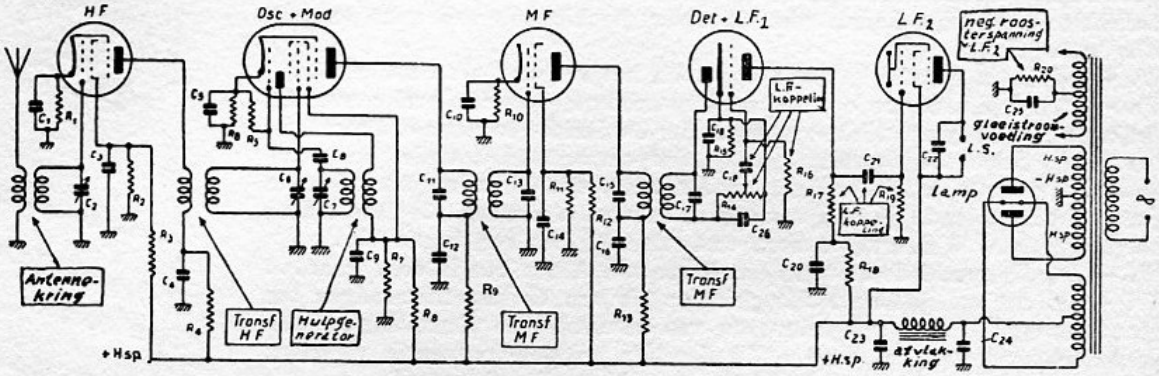

Fig. 96. Het schema van een superheterodyne met H.F.-vòòrversterking en frequentie-omvorming door een octode:
W. — Hier heb je het kant en klaar: fig. 96. Je ziet dat het in groote trekken bestaat uit een trap H.F.-vòòrversterking, een octode-frequentie-omvormer of mengtrap, een pentode-M.F.-versterker, een gecombineerde diode-triode, die voor de gelijkrichting en de L.F.-vòòrversterking zorgt, en tenslotte een pentode, die belast is met de energie- of eindversterking. Afzonderlijk ken je reeds alle onderdeelen van dit schema met inbegrip van de voeding door den wisselstroom van het net.